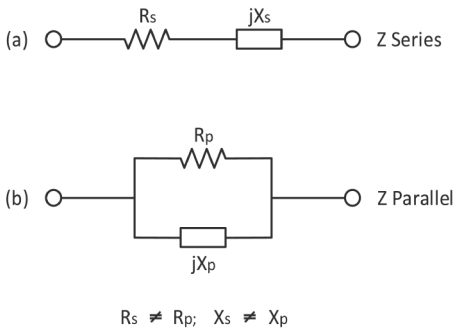

**FIGURE A2.4** Repeated
The Keysight LCR meter offers two simple models from which you can choose, namely a resistance in series with the reactance, or a resistance in parallel with the reactance, as shown in Fig. A2.4. In the first case, A2.4a, $R_S$ is the real part of the impedance and $X_S$ is the imaginary part. In the second case, A2.4b, a resistance is in parallel with the reactance, but they are not the real and imaginary parts of the impedance, as discussed next.
**FIGURE A2.4** (a) Series and (b) parallel impedance models. Note that each of these total impedances is a complex number on the complex plane, as discussed in Chapter 5. Note that the resistances and reactances are not equal to each other, but the combination of each provides the same measured value of $\boldsymbol{Z}$. ⏎